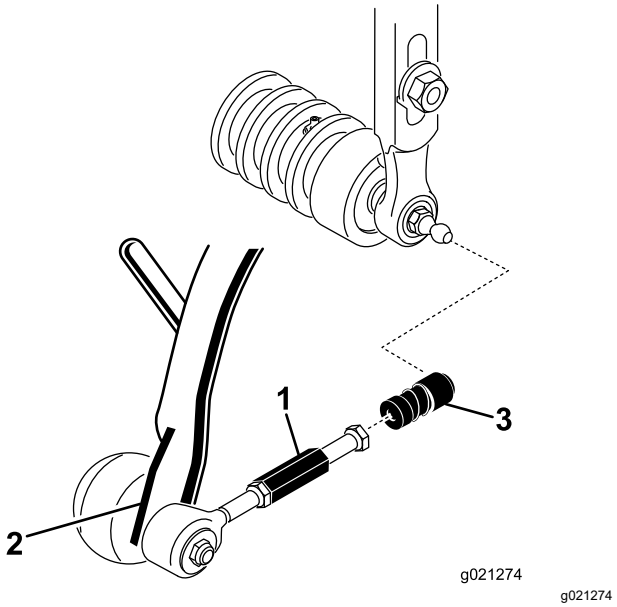

Rysunek 7
3. Wysuń w tył tuleję każdej panewki przegubu kulowego i nasuń panewkę na kołek kulowy jednostki tnącej (Rysunek 7).